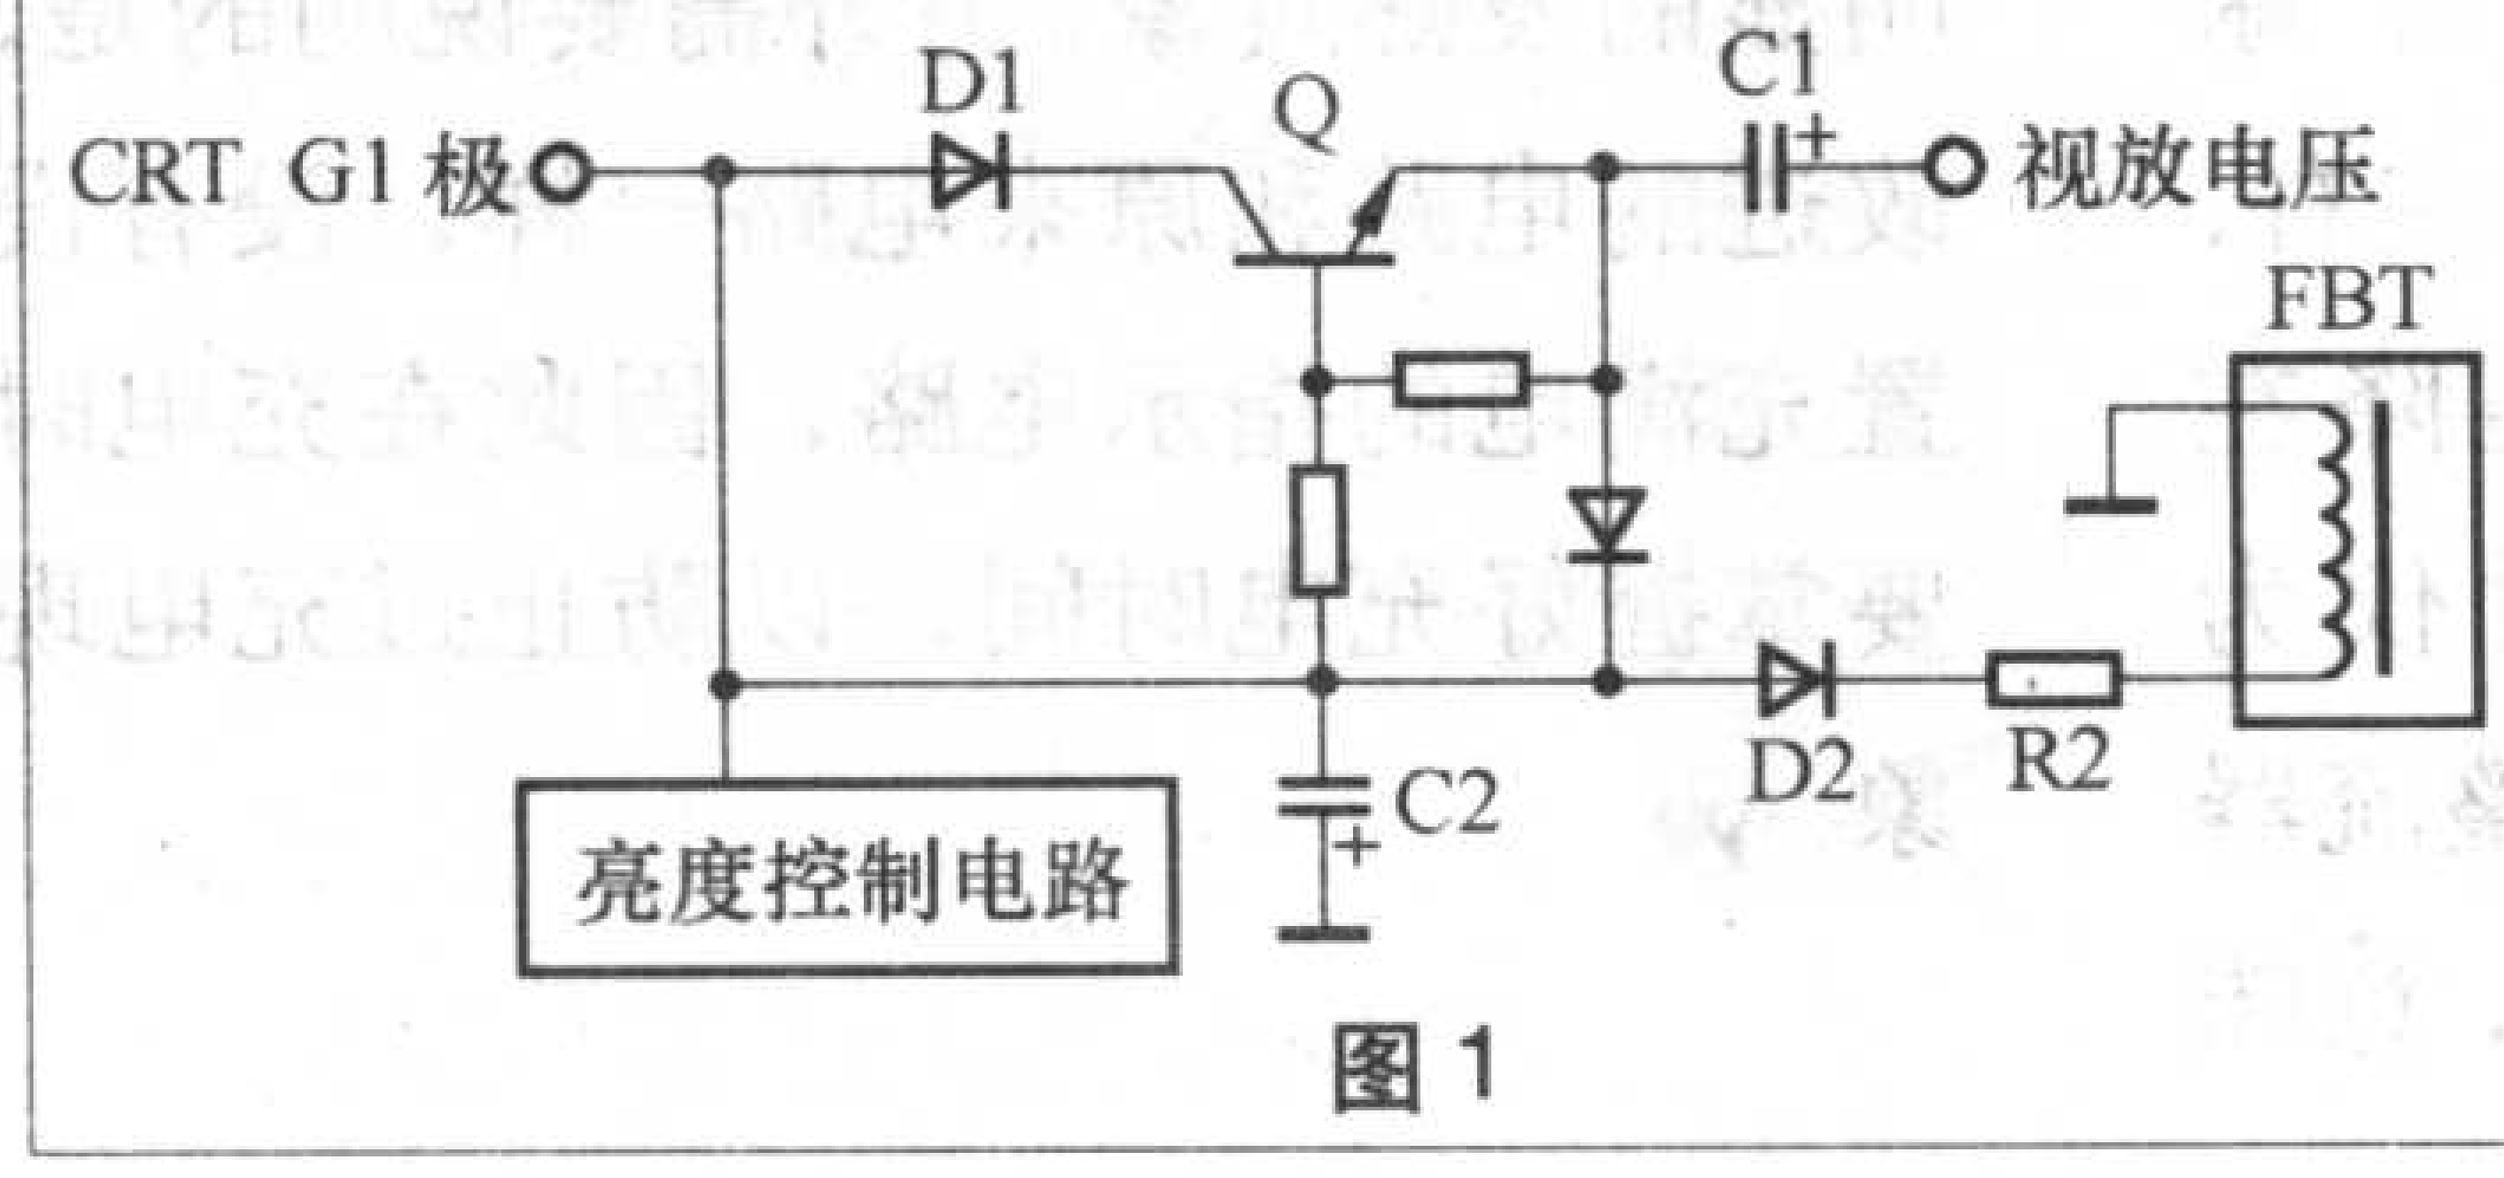

图1
(1) 束流截止型：这种电路是在关机的瞬间，使显像管的栅极（G1）对阴极（K）保持一个大于截止电压的负电压，使栅－阴电位差急剧增大，将电子束截止，直到阴极冷却为止。其基本原理我们用图1来说明。在图1中，高压包的次级绕组感应的电动势经R2限流、D2整流、C2滤波形成较高的负压（一般为−180V以上），加到CRT的栅极G1，使G1在亮度控制电路的作用下，保持为几十伏负压。C1、D1、Q等元件组成关机消亮点电路。在正常工作时，电解电容C1被视放电压充电，在其两端形成约200V_{P-P}的脉冲电压，但由于此时Q是截止的，C1上所充电压对G1无影响。当关机时，由于G1由负压变为0V，而Q的发射极为负压，因此Q导通，C1所充的电压（左负右正）加到了G1，这样就在CRT的G1极得到了足够高的负电压。由于CRT的三个阴极电压不会立即消失，因此栅－阴电位差急剧增大，抑制了阴极发射的电子束。由于C1的放电可持续一段时间，所以G1的高负压也会在一段时间内存在，一般可延续到阴极冷却。尽管此时产生关机亮点的其他因素都存在，但阴极没有电子束发出，所以也就消除了关机亮点。